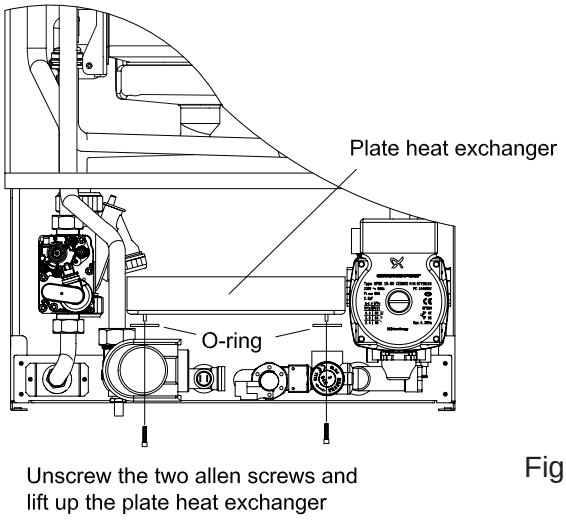

Fig.46
8.11 TO REMOVE/REPLACE PLATE HEAT EXCHANGER (Fig. 46)
Unscrew the two allen screws that connect the DHW heat exchanger and pull it out from the boiler (fig. 46).